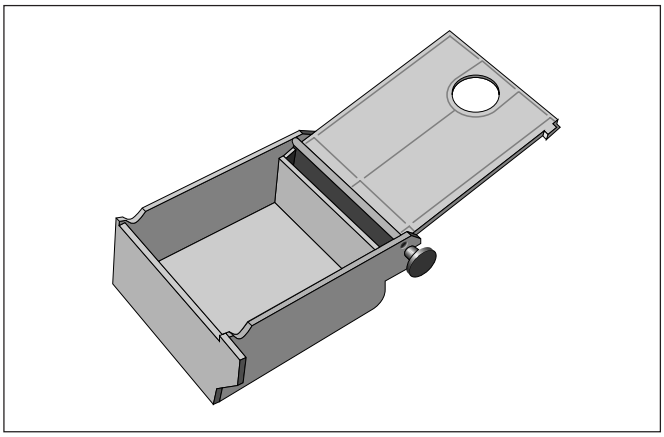

Bild 9-8. Aufklappen des Kassettendeckels
- Nehmen Sie die Kassette heraus und klappen Sie den Deckel auf (Bild 9-8) (je nach Kassette wird diese rechts oder links aufgeklappt; Beim Einlegen des Papiers gibt es keinen Unterschied).